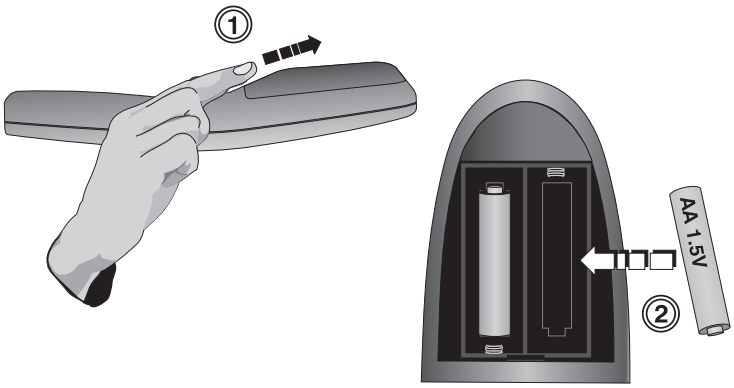

Figure 4.1. Replacing remote batteries ***(underside of keypad shown)***
The optional IR remote uses two AA size, 1.5V alkaline batteries. To replace the batteries simply turn the remote over and push out the cover using the finger groove, as shown in (1) Figure 4.1.